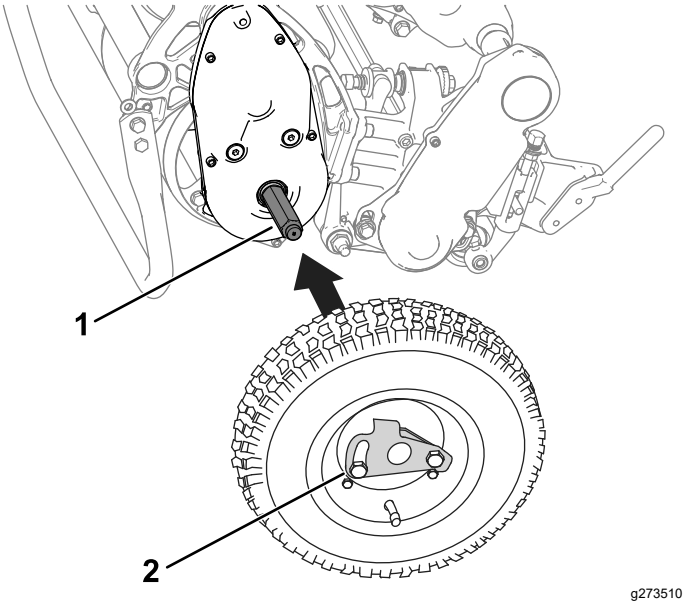

Figur 25
2. Skub et hjul på en aksel (Figur 25).
3. Drej hjulblokeringsbeslaget (Figur 25) væk fra hjulets midte, så det kan glide længere ind på akslen.